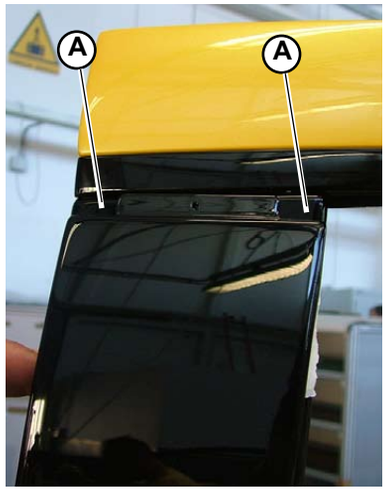

Fig.24
2. Insert the pillar's 2 slots (**A-Fig.24**) onto the couplings on the door.